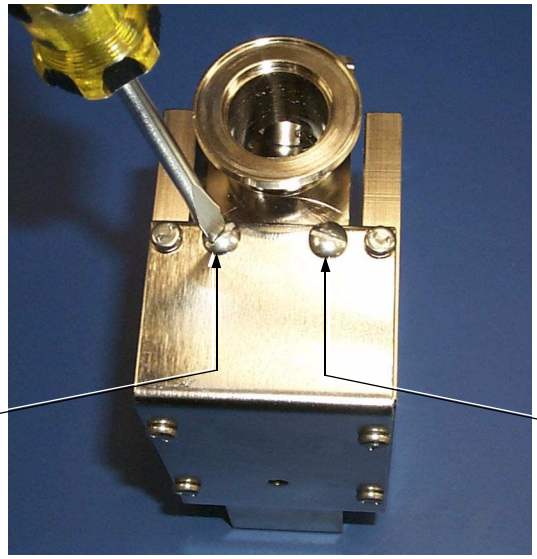

Figure 5-54 Screws for Mounting Magnet Assembly to Spectrometer Tube
8. Replace the 2 slotted magnet body bracket screws on the front of the magnet assembly to complete mounting the magnet assembly to the spectrometer tube (Figure 5-54).